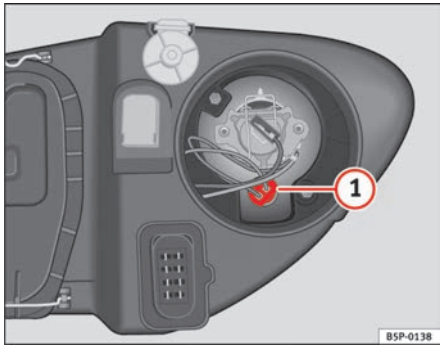

Fig. 189 Side lights
– Extract the lamp holder ⇒ fig. 189 (1) outwards.